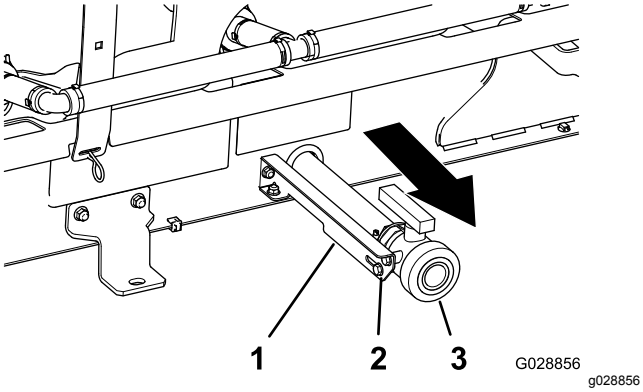

Figur 11
A. Lossa på de två flänsskruvar som håller fast tömningsventilen på ventilens stödfäste på tankens vänstra sida (Figur 11).
B. Flytta tömningsventilen hela vägen utåt i fästets spår (Figur 11).
C. Dra åt de två flänsskruvarna (Figur 11).